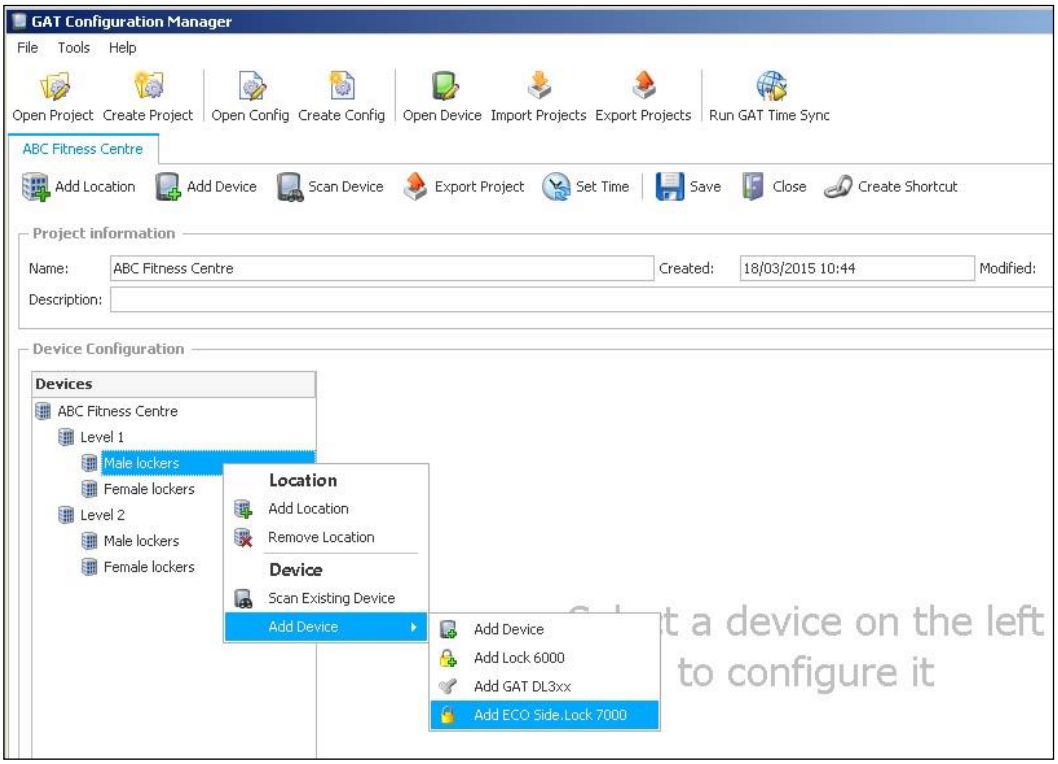

Figure 5.3 *– GAT Config Manager – Adding a GAT ECO.Side Lock 7010 F/ISO*
► To add a GAT ECO.Side Lock 7010 F/ISO to a location, right-click on the location and select “Add ECO.Side Lock 7000” from the “Add Device” menu (Figure 5.3).